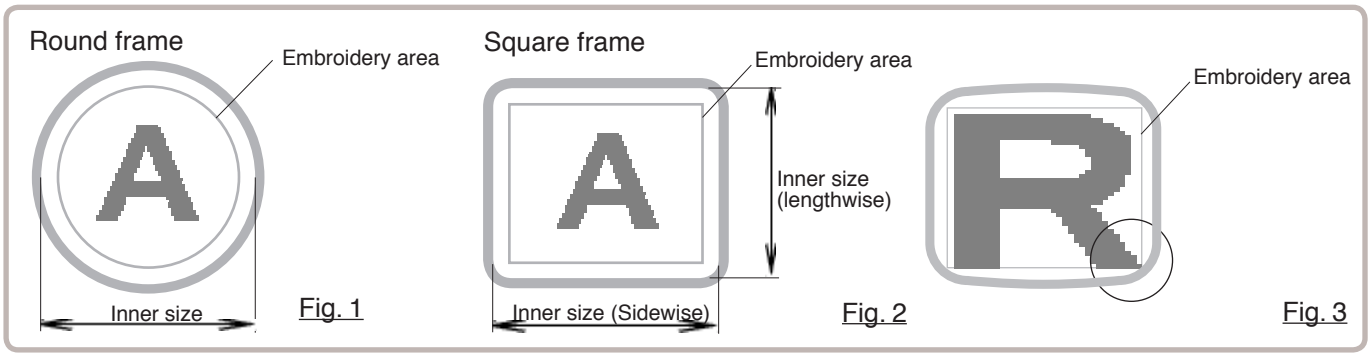

Fig. 1 Fig. 2 Fig. 3
The embroidery area of each registered frame is set to the inside of the frame edge for pressure foot clearance. (Fig. 1, 2)
■ The embroidery area of each registered frame is set to the inside of the frame edge for pressure foot clearance. (Fig. 1, 2)